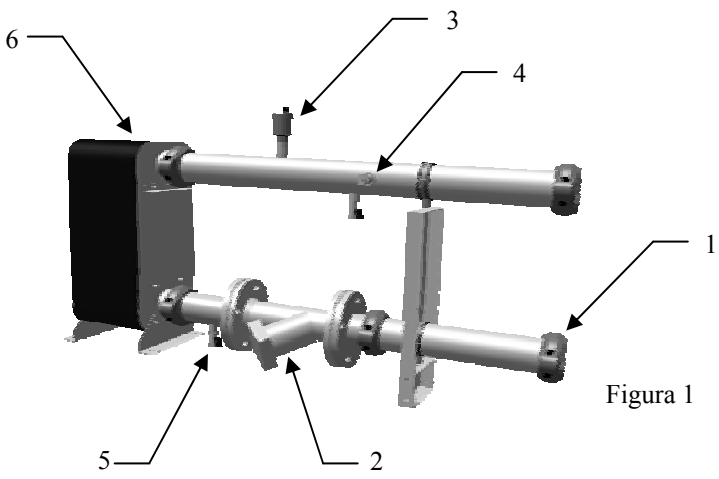

Figura 1
La Figura 1 indica tutti i componenti utilizzati come standard:
1) Con l'unità già installata sul telaio di montaggio a tetto, posizionare il gomito inserendo i riscontri (A) all'interno delle fessure (B) del telaio dell'unità: vedi figura 1
2) Fissare il gomito con dadi in gabbia nei punti previsti (C)
5) Fissare il box del recuperatore di energia tramite i due bordi a 45° a destra ed a sinistra utilizzando viti autofilettanti (D)